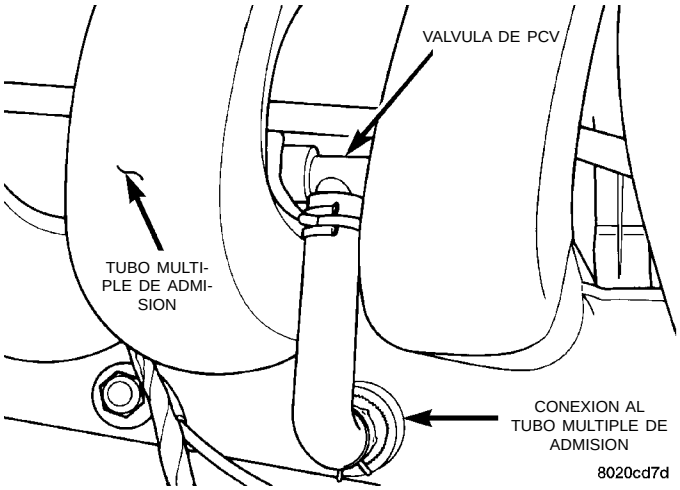

Fig. 82 Racor de vacío de PCV
(1) Coloque la llave de encendido en posición OFF.
(2) Desconecte la manguera de la válvula de PCV del racor del tubo múltiple de admisión (Fig. 82). Tape el racor de la válvula de PCV.